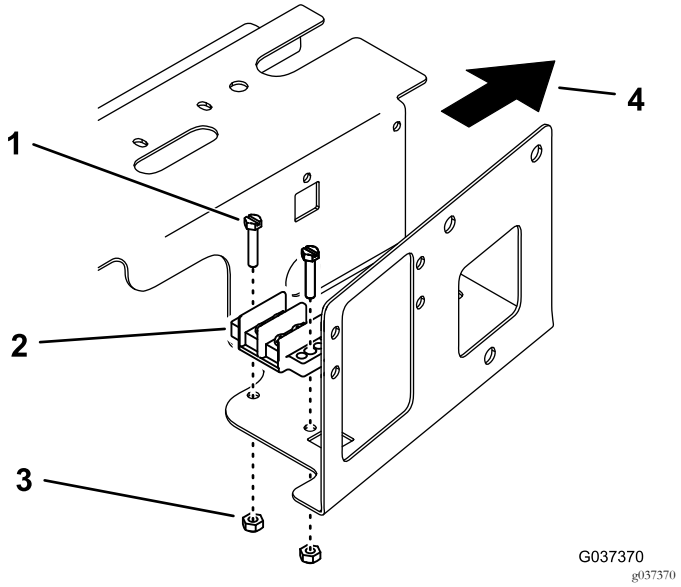

Figura 3
2. Monte o bloco terminal de ligação à terra à parte inferior do compartimento com dois parafusos e duas porcas (Figura 3).